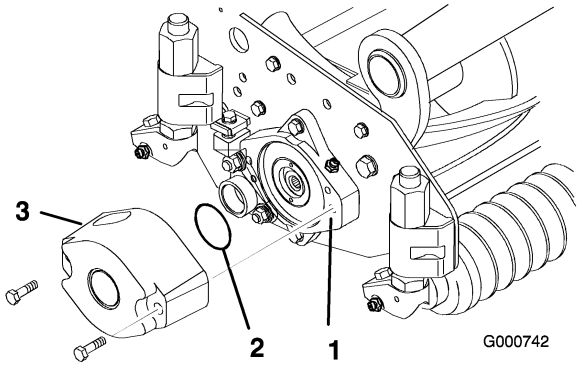

Figuur 4
3. Smeer vet op een grote O-ring en plaats deze in de sleuf in het lagerhuis op elk uiteinde van het maaidek (Figuur 4 & Figuur 7).
4. Monteer een contragewicht op het toepasselijke uiteinde van elke maaidek met de bijgeleverde tapbouten (Figuur 4).